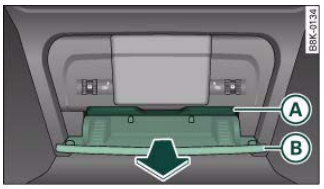

Fig. 99 Rear centre console: Ashtray
– Pull the front lip of the ashtray (B) ⇒ fig. 99 in the direction of the arrow.